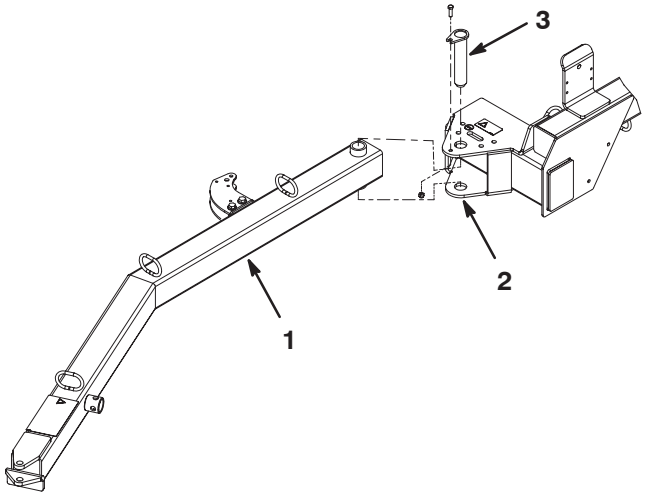

Bild 2
1. Setzen Sie das hintere Ende der Kupplungslasche zwischen die Befestigungsplatten an der Kehrmaschine. Richten Sie gleichzeitig die Befestigungslöcher aus (Bild 2).
2. Befestigen Sie die Kupplungslasche mit einem Kupplungsstift an den Befestigungsplatten (Bild 2).
3. Befestigen Sie den Kupplungsstift mit einer 3/8–16 x 1–1/4 Zoll Kopfschraube und einer 3/8–16 Sicherungsmutter an den Befestigungsplatten (Bild 2).